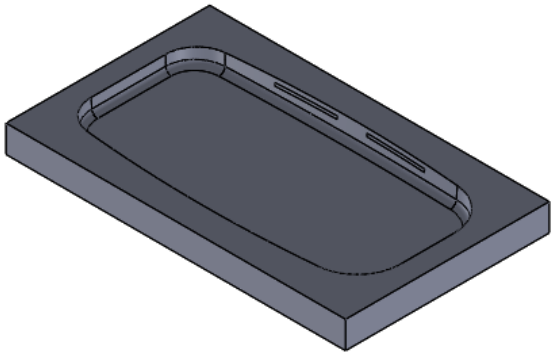

Figure 21-61 *Cavity plate displayed after hiding the cover*
8. Add the remaining features to create the final cavity plate, refer to Figure 21-61.